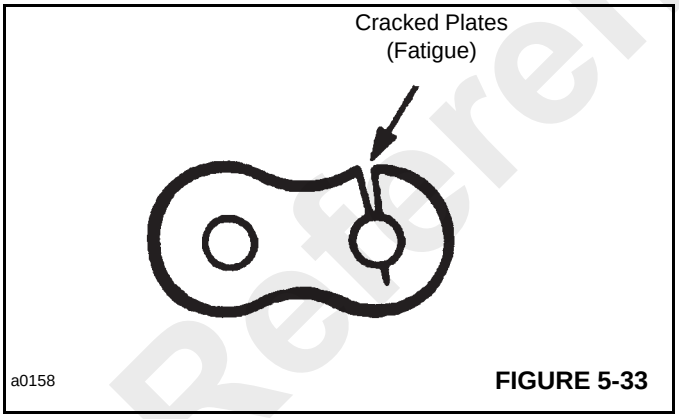

FIGURE 5-33
a. A crack or complete break of a link plate, particularly an outer plate on either side of the chain (Figure 5-33).